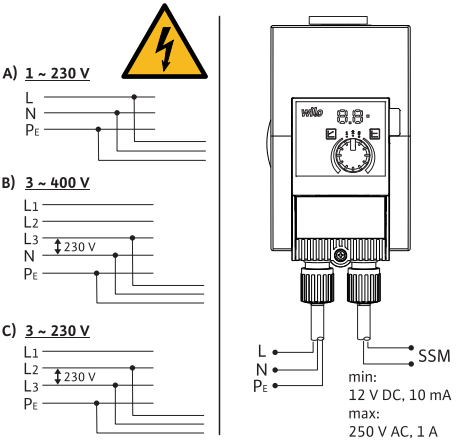

Fig. 3: Connection options
- Connect to 230 V low-voltage networks. When connecting to IT networks (Isolé Terre electrical system), always make sure that the voltage between the live wires (L1-L2, L2-L3, L3-L1 ➔ Fig. 3) does not exceed 230 V.